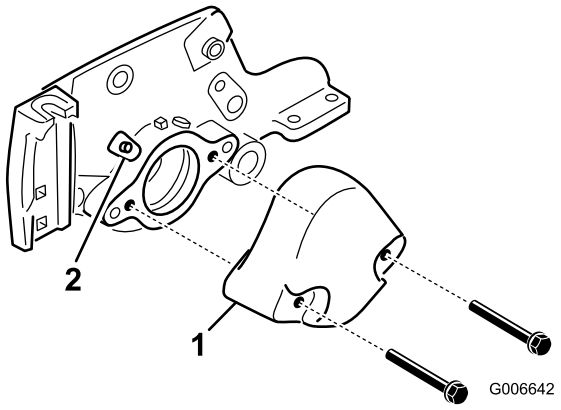

Figure 3
3. Retirez les (2) boulons de fixation du contrepoids à l'extrémité gauche du plateau de coupe. Déposez le contrepoids (Figure 3).
4. Retirez le graisseur droit du logement de roulement et remplacez-le par le graisseur à 45 degrés (Figure 3). Orientez le graisseur de manière qu'il pointe vers le haut du plateau de coupe.